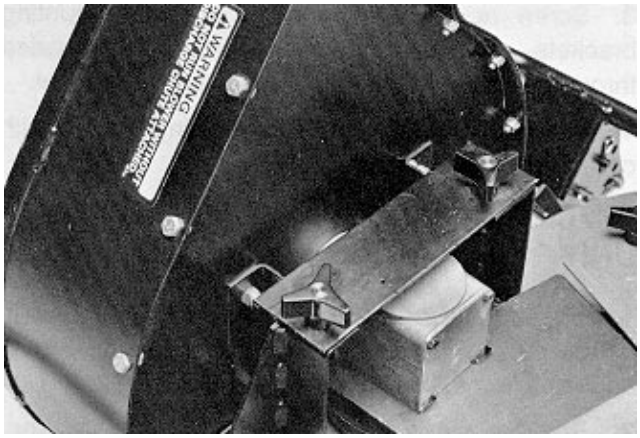

Figure 19
2. Slide blower onto mounting bracket alignment studs (Fig. 19) while routing belt around blower pulley.